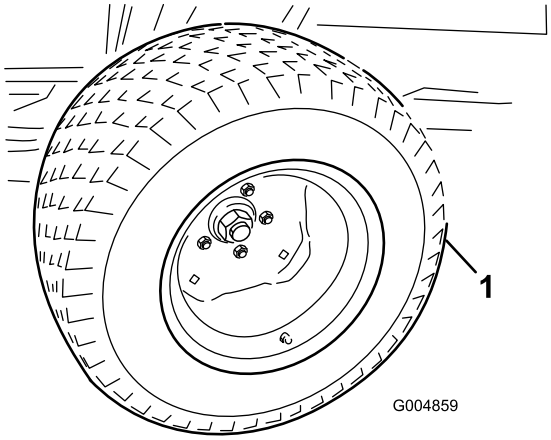

**Rysunek 109**
31. Po dosunięciu ramy zimowej do ramy tylnej unieś podnośnik na tyle, aby dało się zdjąć koła z oponami letnimi (Rysunek 109).